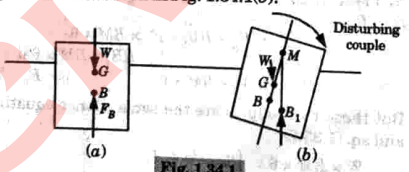

Fig. 1.34.1.
1. If the point *M* lies above *G*, the floating body will be in stable equilibrium as shown in Fig. 1.34.1(*b*).